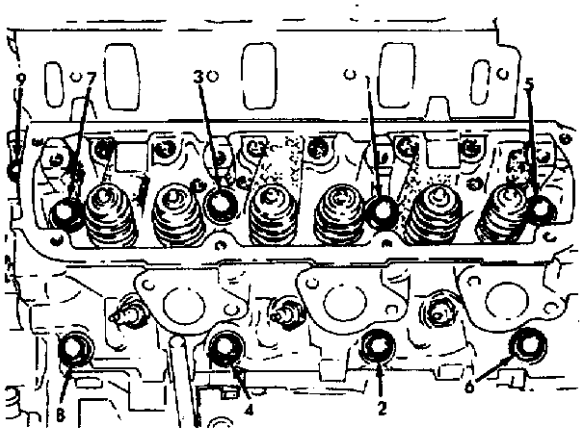

图 3－106　气缸盖拧紧顺序
①排放冷却系统，拆下蓄电池负极线。
②拆下进气歧管和节气门段。
③拆下线圈电线，自动控制信号输出装置电线、暖气管和旁道管。
④拆下封闭的通风系统，蒸气控制系统和气缸罩盖。
⑤拆下排气歧管。
⑥拆下摇臂和轴总成。拆下推杆并记住原安装位置。
⑦拆下每个气缸盖上的9 个螺栓，并拆下气缸盖(图 3－106)。
①清洁所有气缸体和气缸盖表面。
②安装新垫片到气缸体(图 3－107)
③气缸盖螺栓重新使用前必须检测，如有缩颈的螺栓应予以更换。
④用标尺检查螺栓是否缩颈。